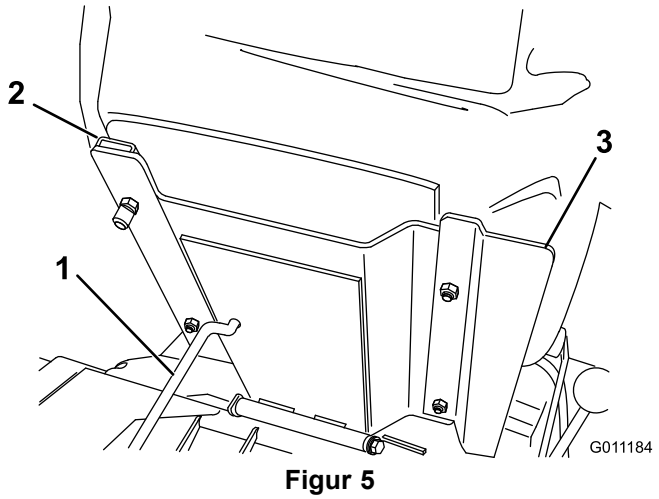

Figur 5
3. Fest setet, setepanelet og seteskinnene til setestøtten med låsemutterne (5/16 tomme) (Figur 5) som følger med blant de løse delene. Monter setepanelet på høyre side, som vist i Figur 5.